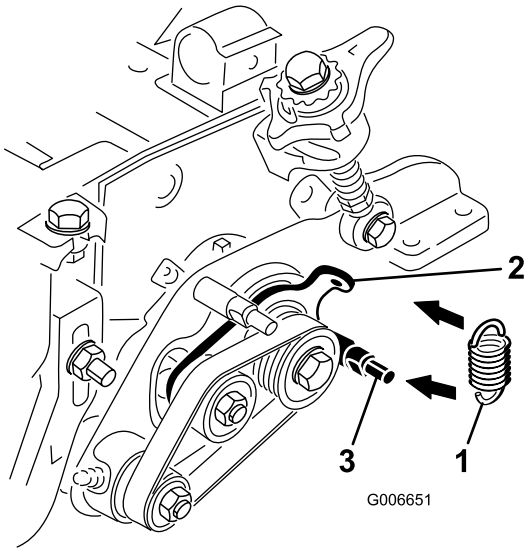

Figura 26
29. Enganche el muelle tensor en el taladro de la pestaña de la placa tensora y alrededor de la ranura del espárrago inferior de la chapa del acondicionador (Figura 26). El extremo abierto del gancho del muelle debe orientarse hacia la polea de transmisión.